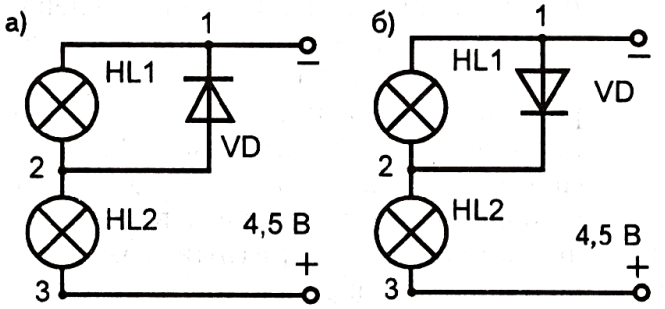

Рис. 11-5-4
Соберите цепи по рис. 11-5-4, а и б.
1) почему в схеме, собранной по рис. 11-5-4, а, лампа *HL2* горит ярко, а лампа *HL1* тускло (или совсем не горит)?
2) почему в схеме на рис. 11-5-4, б обе лампы светят одинаково ярко?